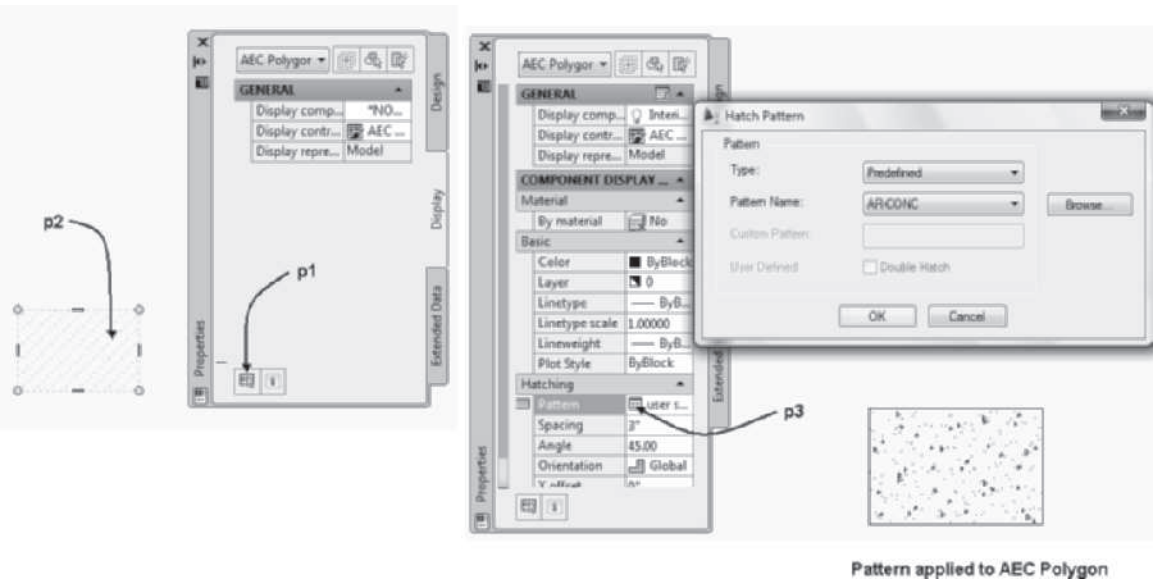

FIGURE 6.49 *AEC Polygon Style Properties dialog box*
4. Click in the Display component field, and choose Interior Hatch. Toggle the light bulb ON for Interior hatch. Set the **Interior Hatch** component current as shown in Figure 6.49. Click **OK** to dismiss the Modify Display Component at Style Override Level.
5. Choose the Select component button (p1 in Figure 6.49) of the Properties palette, and select the hatch at p2 as shown in Figure 6.49. Click the **Pattern** button (p3 in Figure 6.49) in the Hatching section of the Display tab as shown in Figure 6.49 to open the Hatch Pattern dialog box.
7. Click in the **Scale/Spacing** column of the Interior Hatch display component, and edit the scale factor. The scale factor is set to **1 [1]** as shown in Figure 6.49.